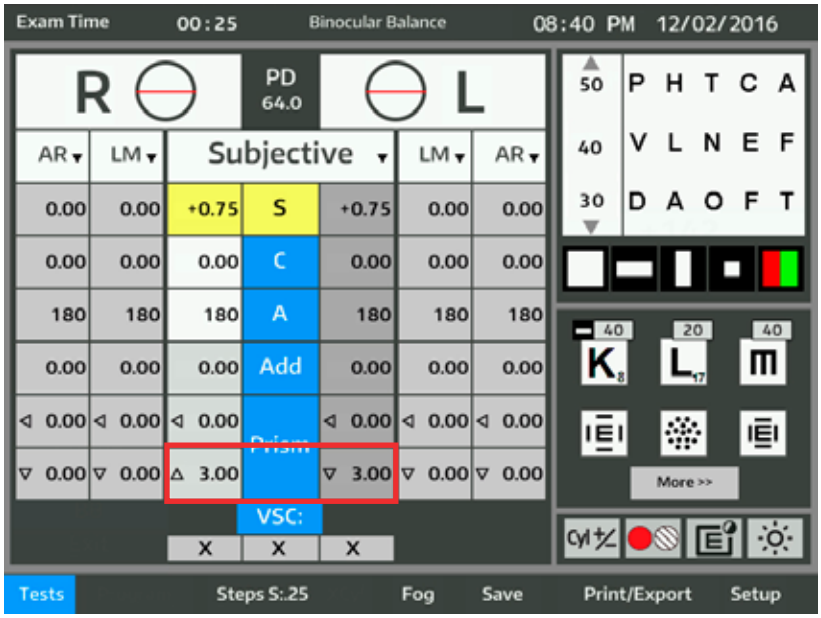

Figure IU-24 Équilibre binoculaire avec prismes
1. Appuyer sur **TESTS** puis sur **BB** sur l'écran principal pour commencer le test Équilibre binoculaire avec prisme. Se reporter à la Figure IU-24.